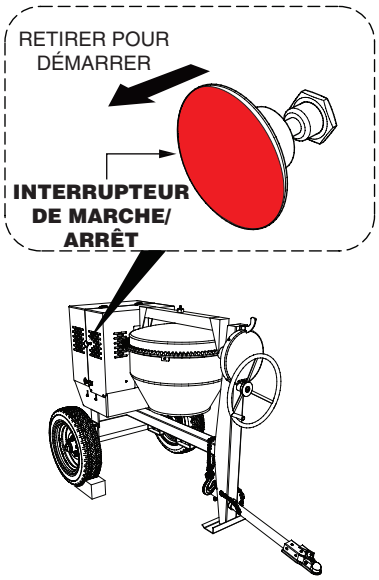

Figure 20. Bouton de démarrage/arrêt du moteur
5. Le bouton principal de ***démarrage/arrêt*** (Figure 20) se trouve à l'arrière du châssis de la bétonnière. Tirer ce bouton vers l'extérieur pour faire démarrer le moteur.